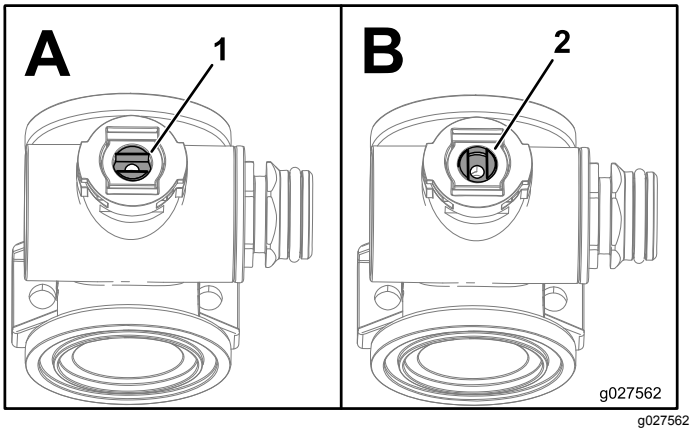

Figur 111
1. Placera ventilskaftet så att ventilen är stängd (B i Figur 111).
3. Vrid ventilskaftet så att kulan är i ÖPPET LÄGE (A i Figur 111).
7. Vrid ventilskaftenheten så att ventilen är stängd (Figur 111).